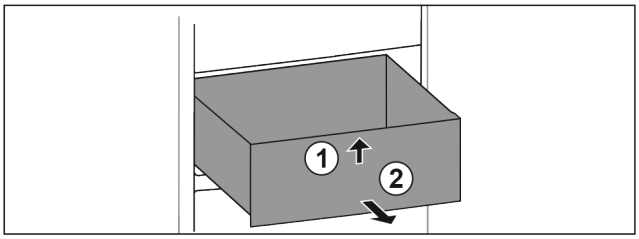

*Fig. 166*
- ▶ Ridicați sertarul în față. *Fig. 166 (1)*
- ▶ Extrageți sertarul spre înainte. *Fig. 166 (2)*